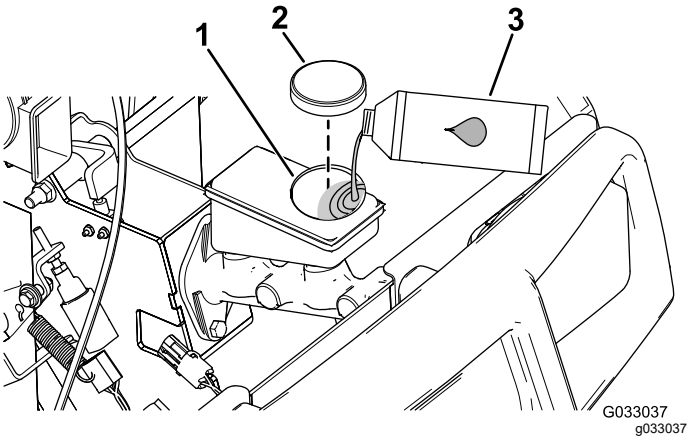

Figuur 17
2. Open de motorkap om toegang te krijgen tot de hoofdremcilinder en het reservoir (Figuur 17).
A. Reinig de omgeving van de reservoirdop en verwijder de dop (Figuur 17).
C. Plaats de dop weer op het reservoir (Figuur 17).